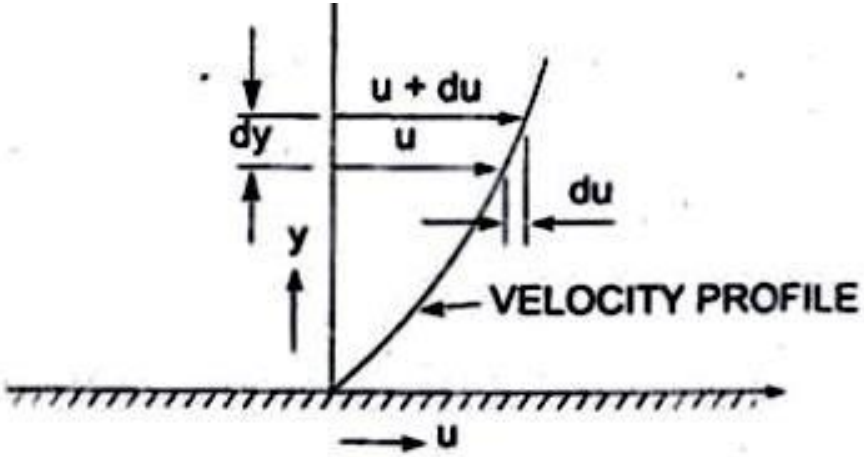

Fig. 1.1 ***Velocity variation near a solid boundary.***
- When two layers of a fluid, a distance *'dy' apart move one* over the other at different velocities say u and u+ *du as shown in Fig. 1.1 , the viscosity together with* relative velocity causes a shear stress acting between the fluid layers: